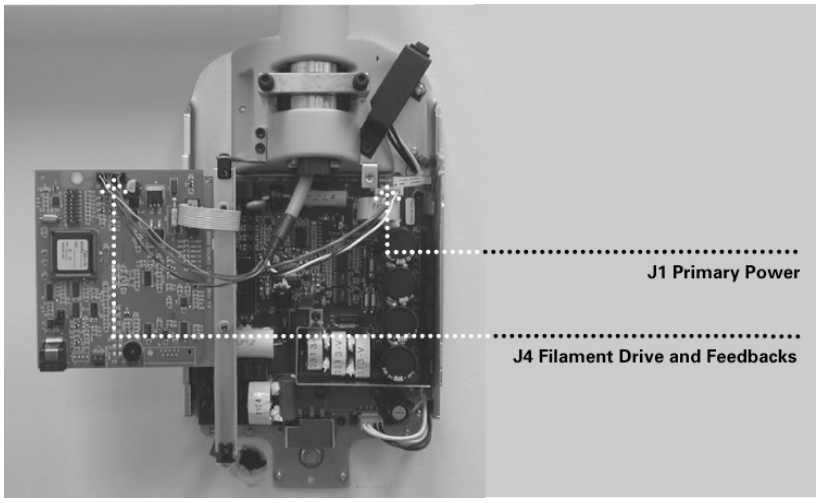

Figure 25 Connecting the Horizontal Arm Cables to the Circuit Boards
1. Attach the black connector from the Horizontal Arm to point J4 of the Power Supply Control Board [30-08160], as shown in *Figure 25*.
2. Attach the white connector from the Horizontal Arm to point J1 on the Power Supply Board 30-08041, as shown in *Figure 25*.